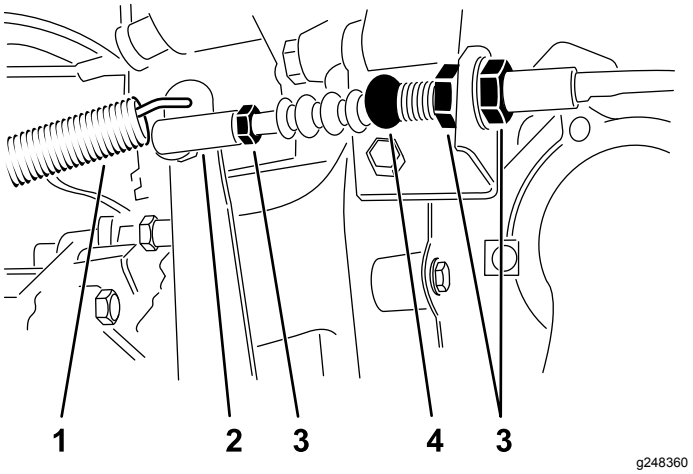

図 63
1. クラッチケーブルをベルハウジング上のブラケットに固定しているジャムナットをゆるめる図 63。